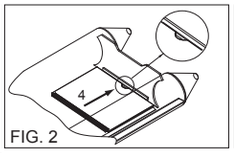

FIG. 2
4. Insert the last numbered board (Board 3 or Board 4) into the stern of the boat and push the board under the transom. (FIG. 2)